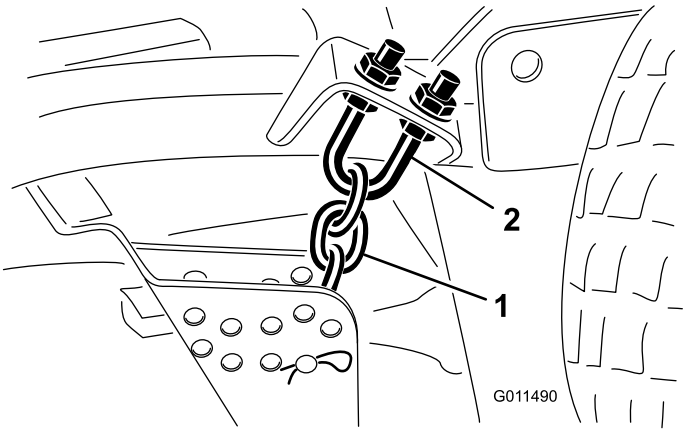

Figura 79
1. Afloje las contratuercas de la parte superior o inferior del perno en U de la cadena de altura de corte (Figura 79).